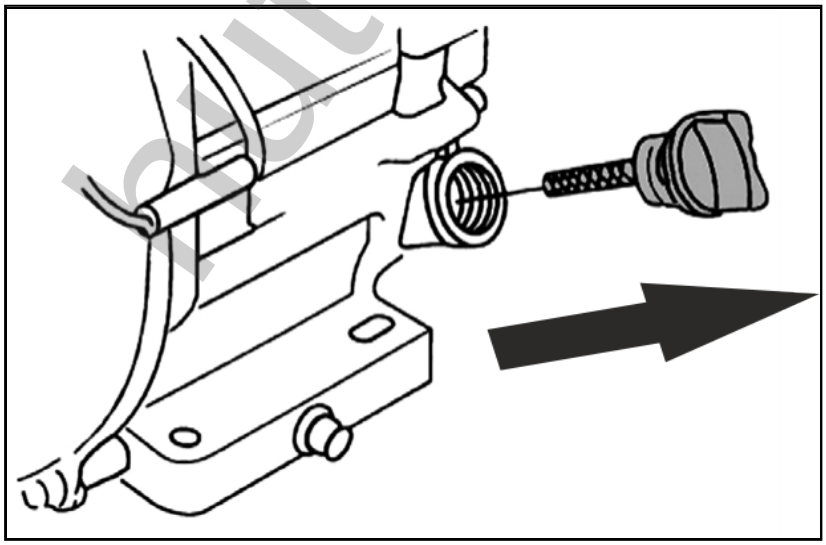

Рис. 8. Крышка-щуп маслозаливной горловины.
2. Открутите крышку-щуп маслозаливной горловины и извлеките щуп, как показано на Рис. 8.